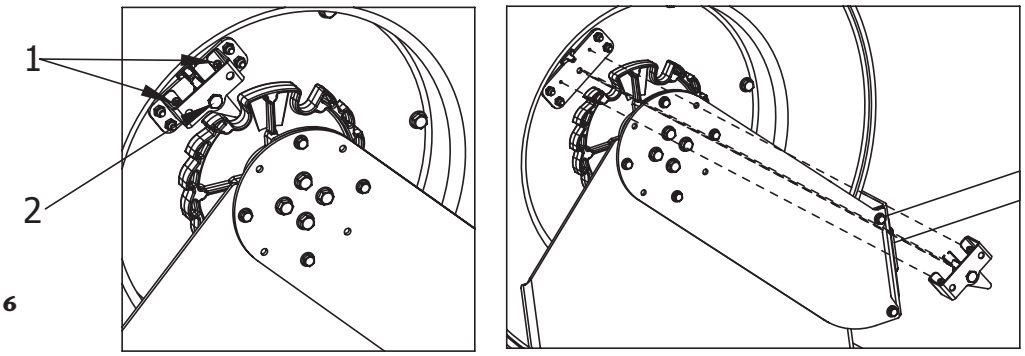

Fig. 6
1. Con la manguera enrollada y el tope de manguera apoyado en los rodillos de salida, desenrosque los tornillos (1) (fig. 6).
2. Desenrosque el eje de trinquete (2), y retire el conjunto de trinquete.